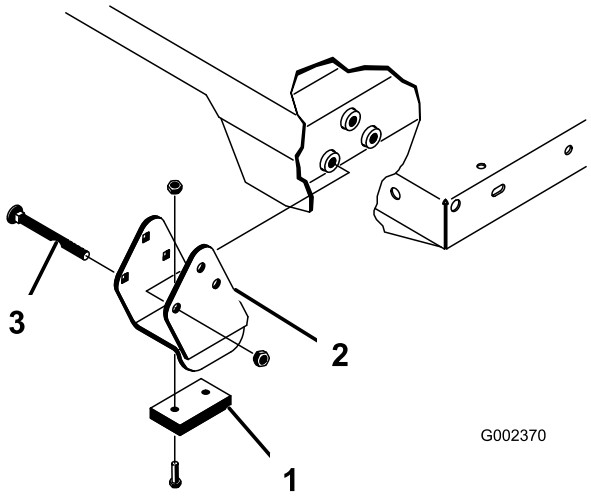

Figur 32
Bemærk: Sørg for, at afstandsstykkets beslag og slidblokkene (Figur 32) er montere med bræddeboltene hoveder placeret inden i maskinen.
2. Anbring forsigtigt ladet på stellet, og anbring hullerne i ladets bageste drejeplade på linje med hullerne i den bageste stelkanal. Monter 2 gaffelbolte og ringstifter (Figur 32).
3. Sørg for, at ladet er sænket, og fastgør hver cylinderstangsende til de relevante riller på ladmonteringspladerne med en gaffelbolt og en ringstift. Sæt gaffelbolten på fra ladets yderside med ringstiften udad (Figur 32). De bageste riller er til montering af fuldt lad, og de forreste riller er til montering af 2/3-lad.